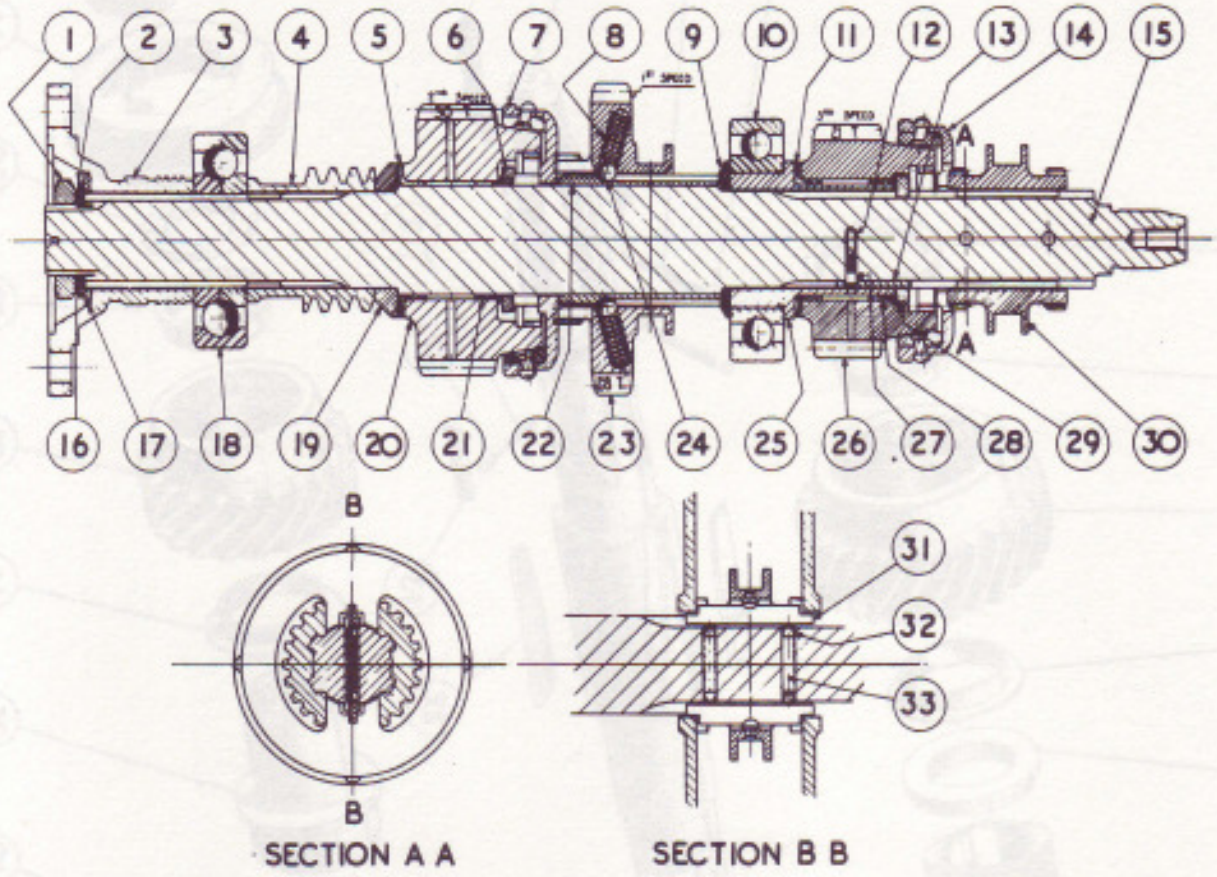
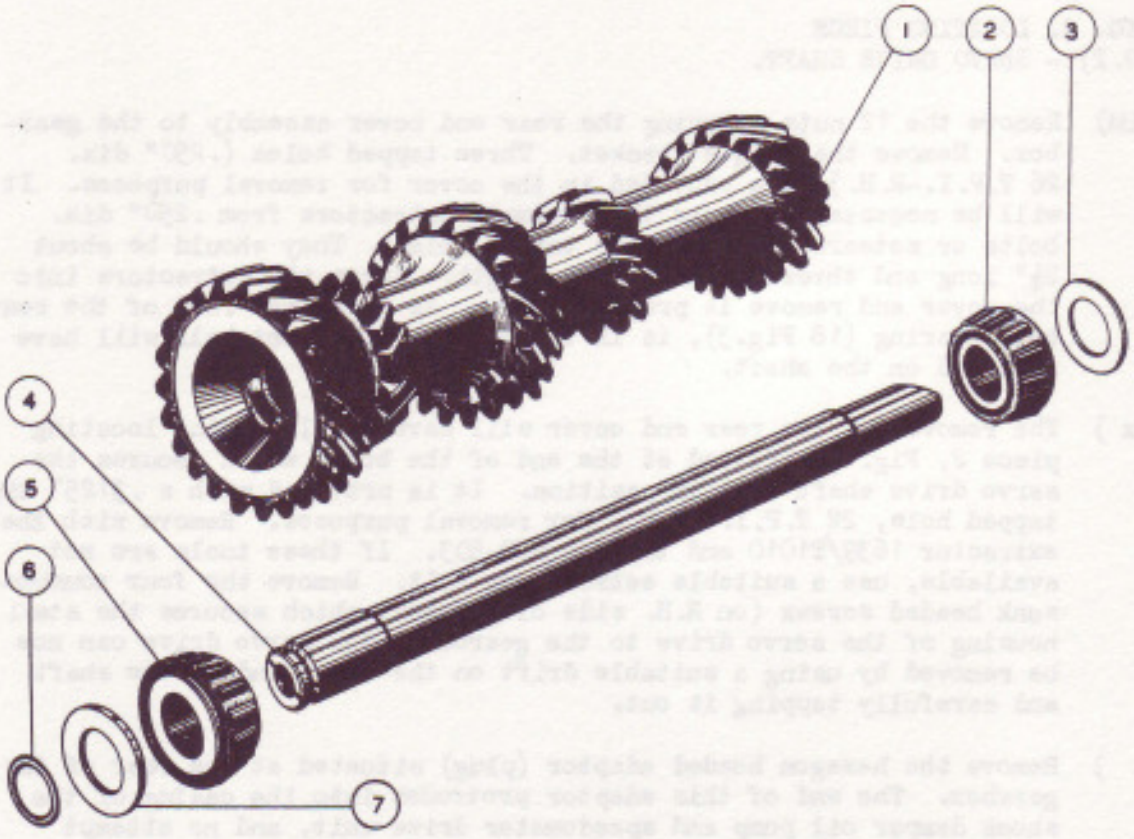

FIG. 3. SECTION - 3RD MOTION SHAFT. (EARLY TYPE)
FIG. 6. EXPLODED VIEW - 2ND MOTION SHAFT.
(vii) Cause: Stiffness of the two sliding keys 31, Fig.3, in the grooved splines of early type 3rd motion shaft, causing drag when changing from 3rd to top speed or vice-versa.
(xi) Cause: Too much end float in the 2nd speed driven gear 20, Fig.3, or in the 3rd speed driven gear 26, Fig.3, or both.
(xiii) In the case of a bad whine from the gears, a new 2nd speed driven gear 20, Fig.3, may be necessary. A new 2nd motion shaft cluster 1, Fig.6, may also be needed, but should only be fitted as a last resort as it may affect the silence of the other gears and would necessitate the fitting of a new 1st motion shaft.
Unevenness of gear noise, particularly on the over-run may be the result of wear of the bushes 5, and 21, Fig. 3, which will cause the gear to tilt and result in faulty bedding of the gears. See paragraph 4, Sub-paragraph (ix).
(xiv) In the case of a bad whine from the gears, a new 3rd speed driven gear 26, Fig. 3, may be necessary. A new 2nd motion shaft cluster 1, Fig.6, may also be needed, but again should only be fitted as a last resort, as it may effect the silence of the other gears, and would necessitate the fitting of a new 1st motion shaft.
Unevenness of gear noise, particularly on the over-run may be the result of wear of the bushes 11 and 28, Fig. 3, which will cause the gear to tilt and result in faulty bedding of the teeth. See paragraph 4, Sub-paragraph (ix).
(vi) Temporarily fit a Jubilee clip to the front end of the 3rd motion shaft, i.e. against the sliding piece (30 Fig.3) so as to keep the parts at the front end in position during the removal of the shaft.
(vii) Remove the nut 1, Fig.3, (which has a R.H.Thread) from the rear end of the 3rd motion shaft, using the box spanner, 1641/T1004 and the key STD-504.
(viii) Remove the 12 nuts securing the rear end cover assembly to the gearbox. Remove the torque bracket. Three tapped holes (.250" dia. 26 T.P.I.-R.H.), are provided in the cover for removal purposes. It will be necessary to make three simple extractors from .250" dia. bolts or setscrews to suit the tapped holes. They should be about 2¼" long and threaded their full length. Screw the extractors into the cover and remove it progressively. As the inner race of the rear ball bearing (18 Fig.3), is in two halves, the front half will have remained on the shaft.
(xi) The next operation is to remove the 2nd motion shaft (1, Fig.6) as follows:-
b) Screw the extractor, 1639/T1011, into the front end of the bearing shaft (4), and with the key STD-503, withdraw the bearing shaft from the gearbox. The tapped hole in the shaft is .375" dia. 20 T.P.I. - R.H. If tools are not available, use a suitable bolt or setscrew.
c) Lift or lever the 2nd motion shaft out of position and collect the washers, 3 and 7, Fig. 6.
(xiv) Secure the extractor 1639/T1008 to the front end of the gearbox and screw the threaded end of the spindle into the nose of the 3rd motion shaft. Place the circular guide sleeve of the tool into the rear end bore of the gearbox (with recess in sleeve facing inwards). Turn handle to push the shaft rearwards until the central ball bearing 10, Fig.3, is just clear of its housing in the gearbox. Remove the tool and manoeuvre the two operating forks from the shaft assembly and finally withdraw the shaft from the box and remove the two forks. If the tool is not available, use a suitable drift on the front end of the shaft and carefully drive it towards the rear until the ball bearing (10) is just clear of its housing. It is essential when removing the shaft by this method, that the rear end of it should be held in line to prevent cross binding of the central bearing. Temporarily fit a Jubilee clip to the rear end of the 3rd motion shaft.
(ii) Place the rear end of the shaft (horizontally) in a vice. With the fingers, press down the front end of the two spring loaded keys, 31 Fig. 3, at the front of the shaft, and slide the sliding piece (30), forwards for about one inch. Again with the fingers, press down the rear end of the keys, and while holding them, remove the sliding piece from the shaft. Carefully release keys and collect the four balls (32) and the two springs (33), taking care not to lose them. Remove the cone (14).
(i) On chassis prior to (approximately) B-159-DZ, the gearbox 3rd motion shaft 15 Fig. 3 (Part No: RG-193) carried two grooved keyway splines at the front end. It is essential that these two splines should be subjected to a crack test as it has been discovered that cracks have occurred near to or where the two front cones contact the grooved splines. The area of contact on the side of these two splines will usually be found to be bright.